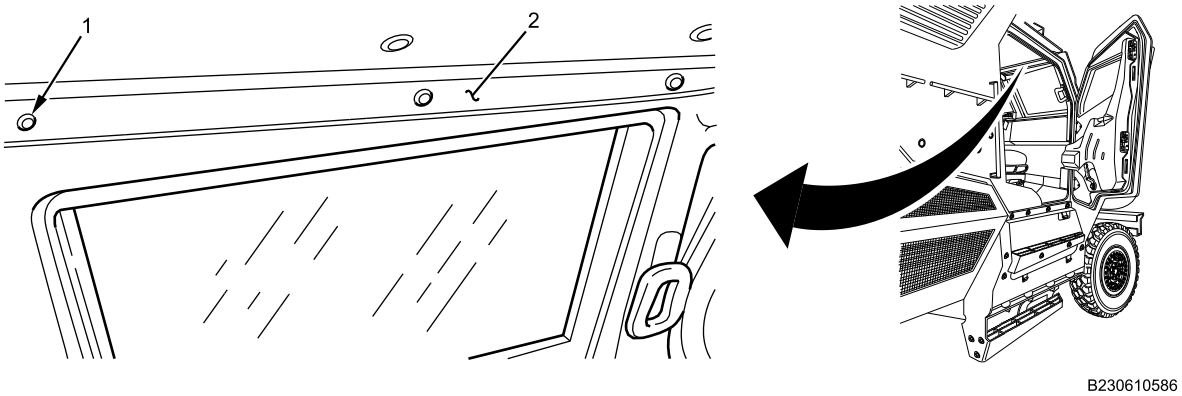

Figure 12. Right Front Windshield Molding.
6. Install windshield molding (Figure 12, Item 2) with three new fasteners (Figure 12, Item 1).